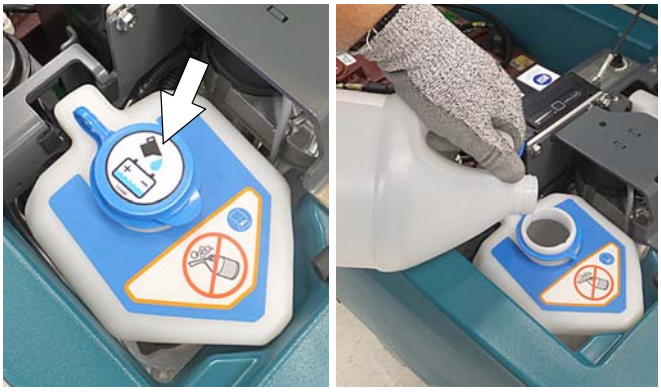

図　22
2. 自動バッテリー補水タンクから青色のキャップを外します (図22)。
3. 蒸留水をタンクに注入します (図22)。